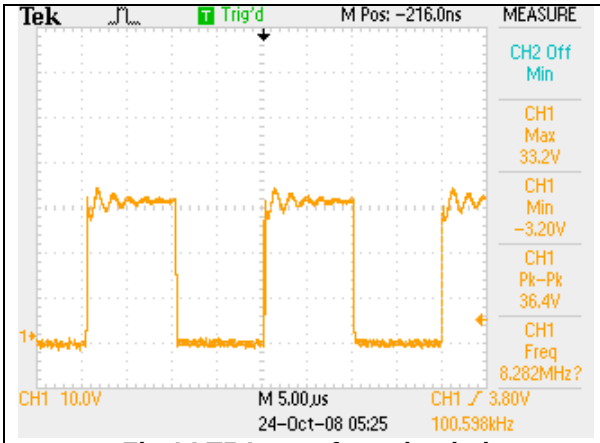

Fig 14 TR1 waveform loaded
24. Monitor the transformer waveform; it should be like Fig 14 below